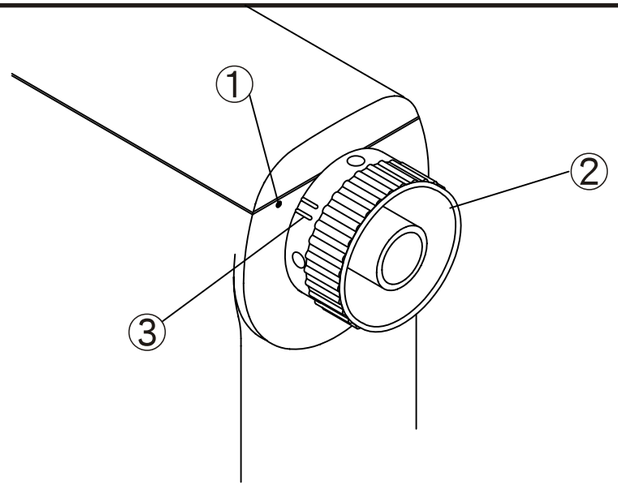
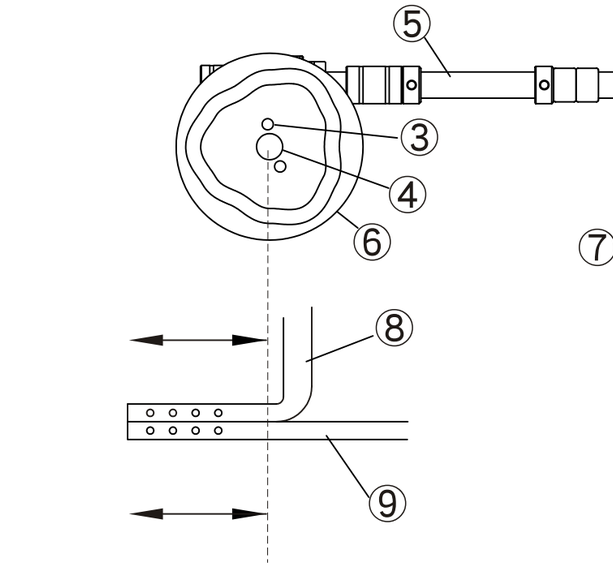

Fig. 33
Fig. 34
Ajuste el control de la leva del ribete decorativa para hacer que la clavija 3 y el eje central 4 estén a 90º para dirigir el eje 5. Después, instale la leva 6 en la banda 7. (Fig. 33, Fig. 34)
2. Después de los ajustes anteriores, por favor confirme la siguientes inter-relaciones. (Fig. 34)